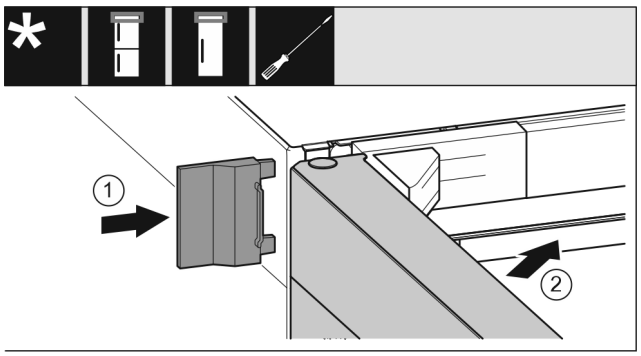

Fig. 23
- ▶ Надвиньте внешнюю крышку *Fig. 23 (1)*.
- ▶ Закройте верхнюю дверь *Fig. 23 (2)*.